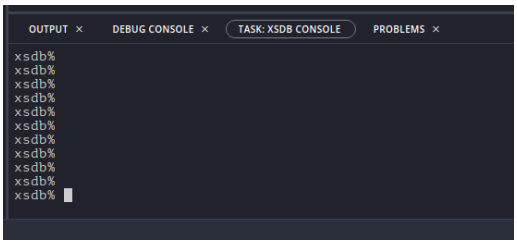

Figure 29: XSDB Console
3. Open the **XSDB** console in Vitis. Refer figure 29.